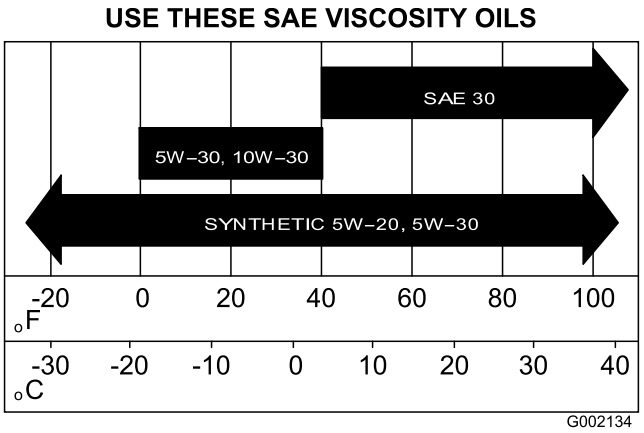

Figura 40
5. Llene el cárter con el aceite especificado; consulte la Figura 40 en Cambio del aceite (Modelos 07273 y 07273TC) (página 35).